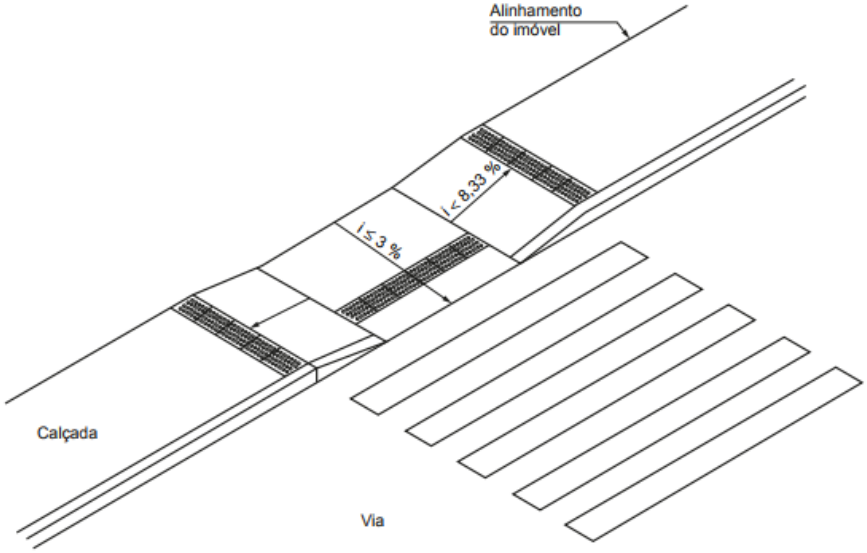

Figura 96 – Rebaixamentos de calçadas estreitas
6.12.7.3.4 Em calçada estreita, onde a largura do passeio não for suficiente para acomodar o rebaixamento e a faixa livre com largura de no mínimo 1,20 m, deve ser implantada a redução do percurso da travessia conforme 6.12.7.1, ou ser implantada a faixa elevada para travessia conforme 6.12.7.2, ou ainda, pode ser feito o rebaixamento total da largura da calçada, com largura mínima de 1,50 m e com rampas laterais com inclinação máxima de 5 % (1:20), conforme Figura 96.